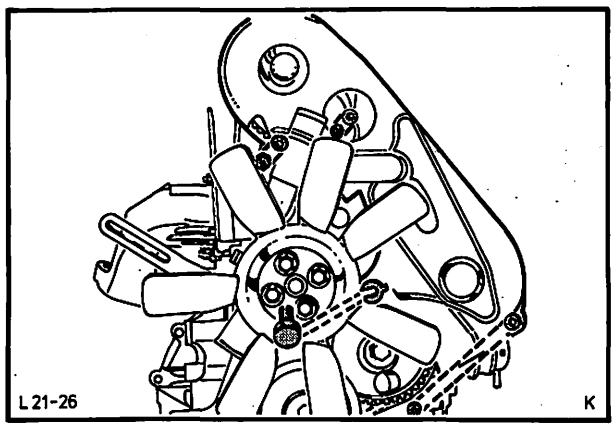

Abb. 261 Zahnriemenschutzblech entfernen
2. Kühler ausbauen (4 Schrauben) und Zahnriemenschutzblech entfernen (3 Schrauben), Abb. 261. Wasserauslaßstutzen abschrauben (2 Schrauben).